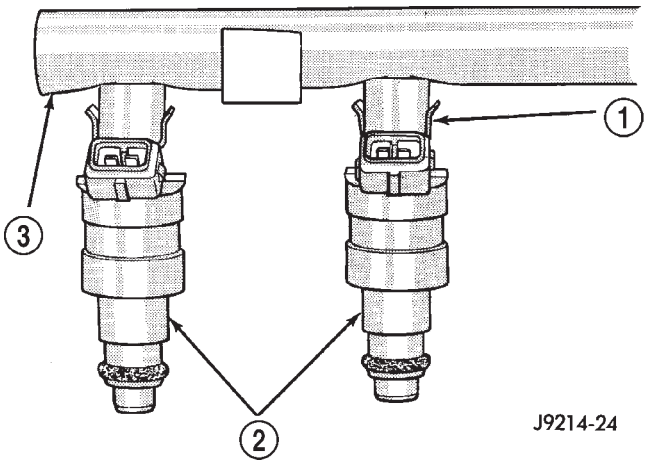
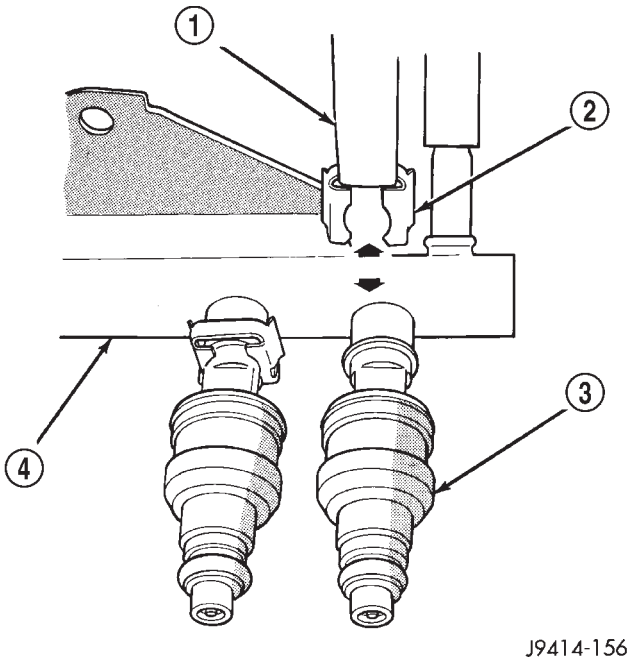

Fig. 51 Fuel Injector Mounting—Typical
Fig. 52 Injector Retaining Clips—Typical Injector
(1) Remove air cleaner assembly.
(2) Remove fuel injector rail assembly. Refer to Fuel Injector Rail removal in this section.
(3) Remove the clip(s) retaining the injector(s) to fuel rail (Fig. 51) or (Fig. 52).
(4) Remove injector(s) from fuel rail.